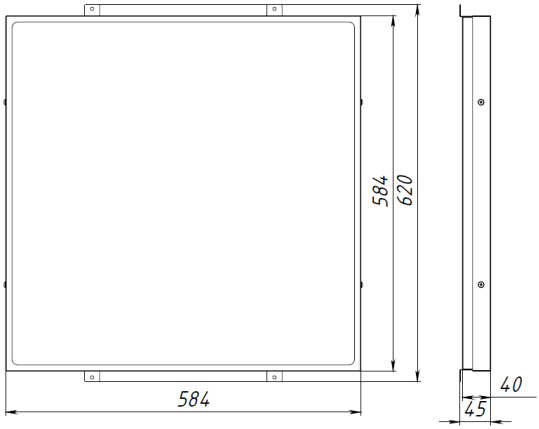

Рисунок 1 – Габаритные размеры* светильников серии Офис Грильято IP54.
3.2. Светильник Geniled Офис состоит из основных частей (см. рисунок 1):